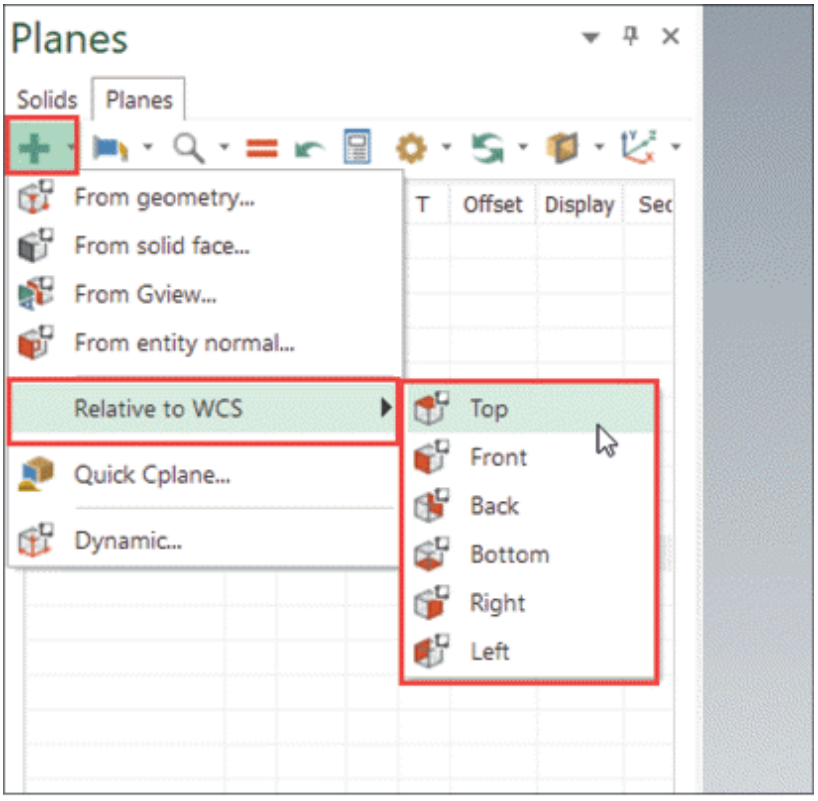

Figure-11. Relative to WCS cascading menu
- Click on desired option from the **Relative to WCS** cascading menu of the **Create a new plane** drop-down in the **Planes Manager**; refer to Figure-11. Preview of the plane parallel to selected WCS plane will be displayed with **New Plane Manager**.